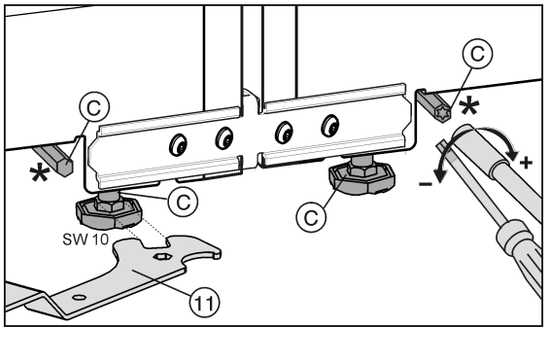

*Fig. 26*
Las patas de ajuste delanteras se pueden ajustar con la llave de boca *Fig. 26 (11)* suministrada y las patas de ajuste traseras* con un adaptador de broca 1/4".